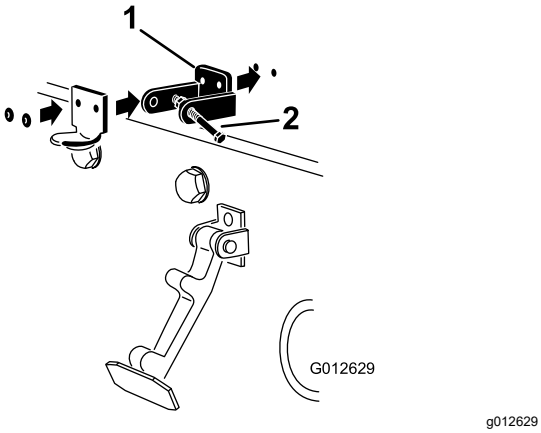

Figuur 33
3. Plaats de beugel van de CE-vergrendeling en de beugel van de motorkapvergrendeling op de motorkap en lijn de montageopeningen uit. De beugel van de vergrendeling moet zich tegen de motorkap aan bevinden (Figuur 33). Verwijder de bout en moer niet van de arm van de beugel van de vergrendeling.
5. Bevestig de beugels en de ringen met de popnagels aan de motorkap (Figuur 33).